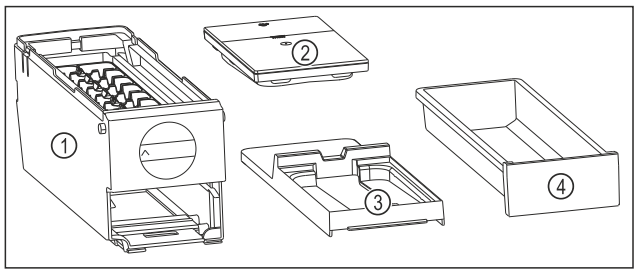

Fig. 184 Composants de l'EasyTwist-Ice
▷ L'EasyTwist-Ice est démonté en quatre parties. (voir Fig. 184)
▶ Ne démonter l'EasyTwist-Ice que de la manière illustrée. (voir Fig. 184)
▶ Nettoyer le corps de l'EasyTwist-Ice *Fig. 184 (1)* dans son ensemble.